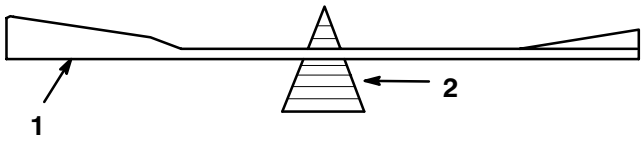

Figure 25
2. Check the balance of the blade by putting it on a blade balancer (Fig. 25). If the blade stays in a horizontal position, the blade is balanced and can be used. If the blade is not balanced, file some metal off of the back side of the blade. Repeat this procedure until the blade is balanced.